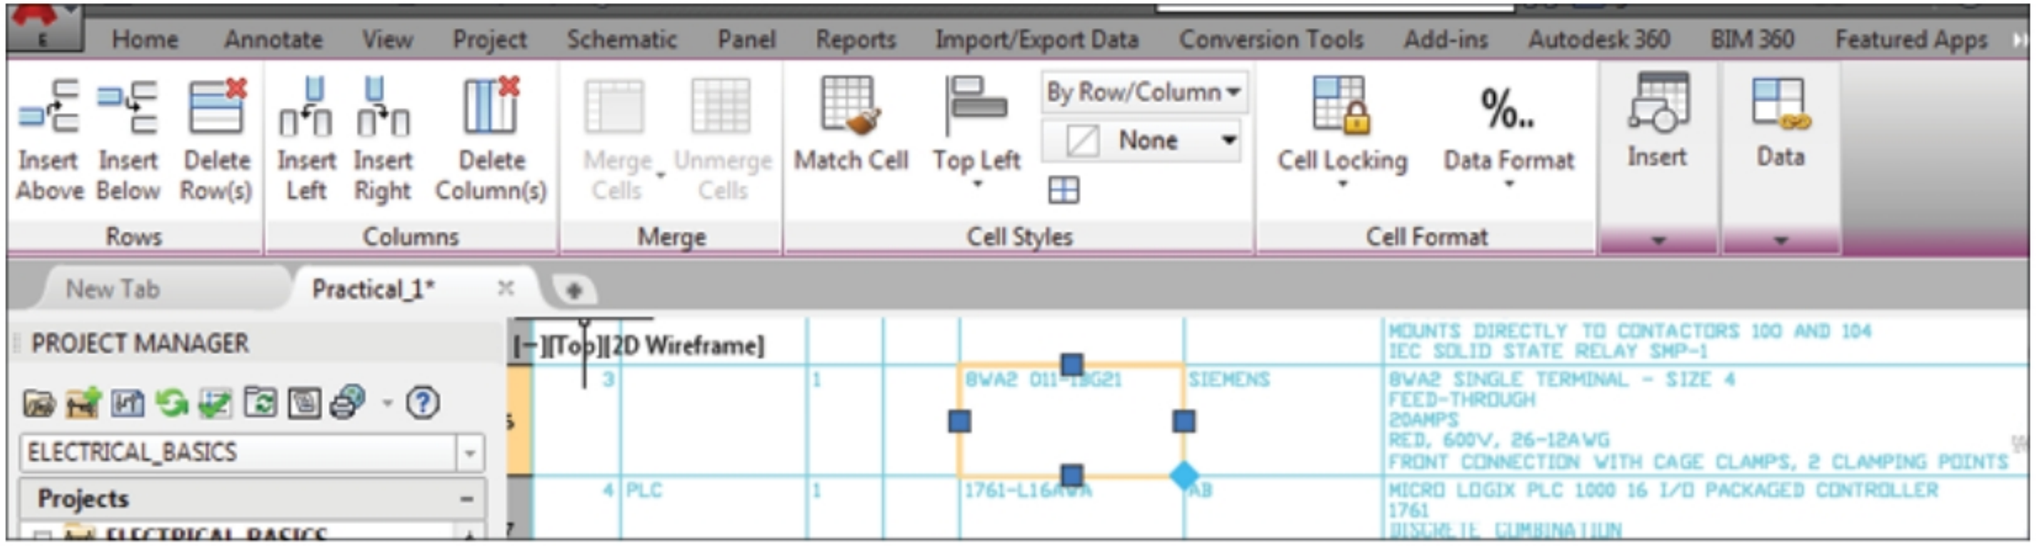

Figure-17. Table Cell tab in Ribbon
- Click in any cell of the table. The **Table Cell** tab will be displayed; refer to Figure-17.